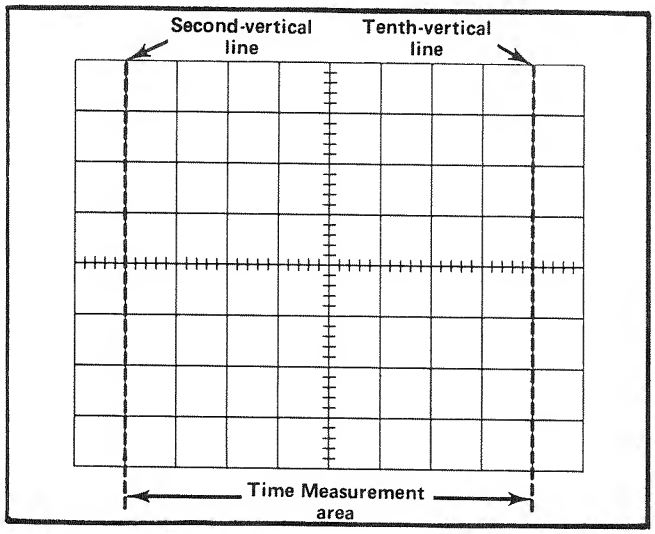

Fig. 2-8. Area of graticule used for accurate time measurements.
When making time measurements from the graticule, the area between the second-division and tenth-division vertical lines of the graticule provides the most linear time measurement (see Fig. 2-8). Therefore, the first and last division of the display area should not be used when making accurate time measurements. Position the start of the timing area to the second vertical line (second line from the left) and adjust the TIME/DIV switch so the end of the timing area falls between the second-division and tenth-division vertical lines.
5. Set the TIME/DIV switch to the fastest sweep rate that displays less than eight divisions between the time measurement points (see Fig. 2-8). (See the topic entitled Horizontal Sweep Rate in this section concerning nonlinearity of first and last divisions of a display.)